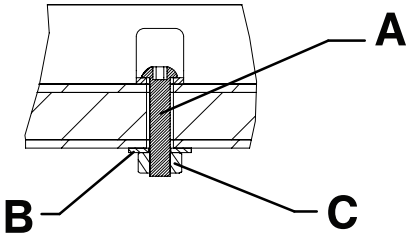
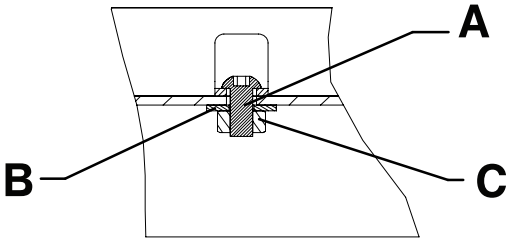

Figur 12 – Gulvmontering, skinner – Eksempel 5A
Figur 13 – Bakkemontering, skinner – Eksempel 5B
5. Skinnerne forankres til gulvet eller bakken med to M8 hovedskruer (A), to M8 flade spændeskiver (B), og to M8 møtrikker (C) (medfølger ikke) (Figur 12 eller Figur 13).